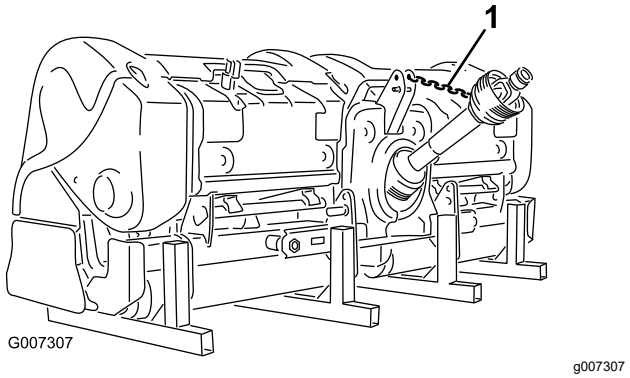

Figura 44
9. Sujete el árbol de la TDF conectando el cordón de seguridad de la TDF al protector de la TDF para evitar que el árbol de transmisión toque el suelo (Figura 44).